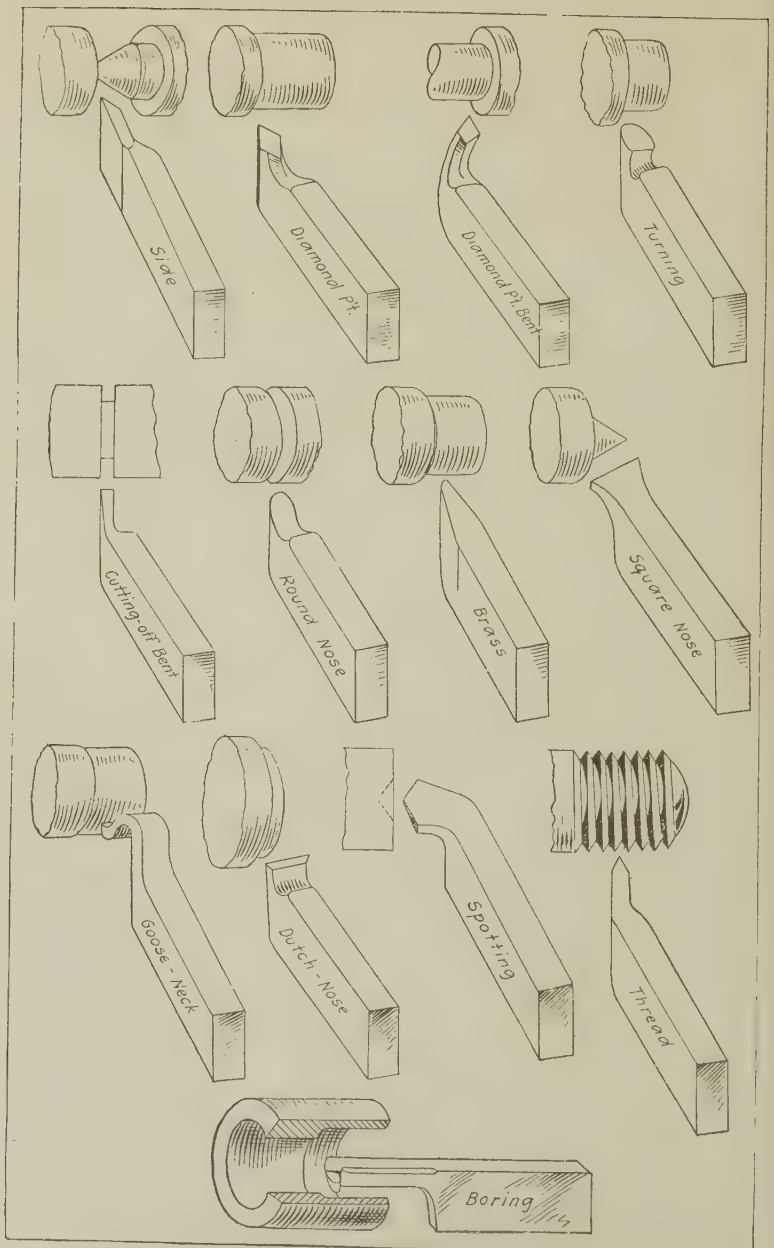

Fig. 43.—Forged tools for lathe work.
56. Cutting Tools Used in Lathe Work.—There are many operations that may be done in a lathe—turning, cutting a thread, boring a hole, etc., and each operation requires its own particular tool. Formerly lathe tools were forged and the chart, Fig. 43, shows several shapes of forged tools. In recent years, however, for reasons of economy and convenience, the
If the round nose of a certain tool leaves feed marks too pronounced, a tool with a larger radius may be used. If in a different kind of job, the nose has too large a radius, and taking the wider chip seems to cause a chatter, it will be easy to substitute a tool with a narrower nose. Various other shapes of tools will be described from time to time. At this time refer again to Figs. 43 and 45.